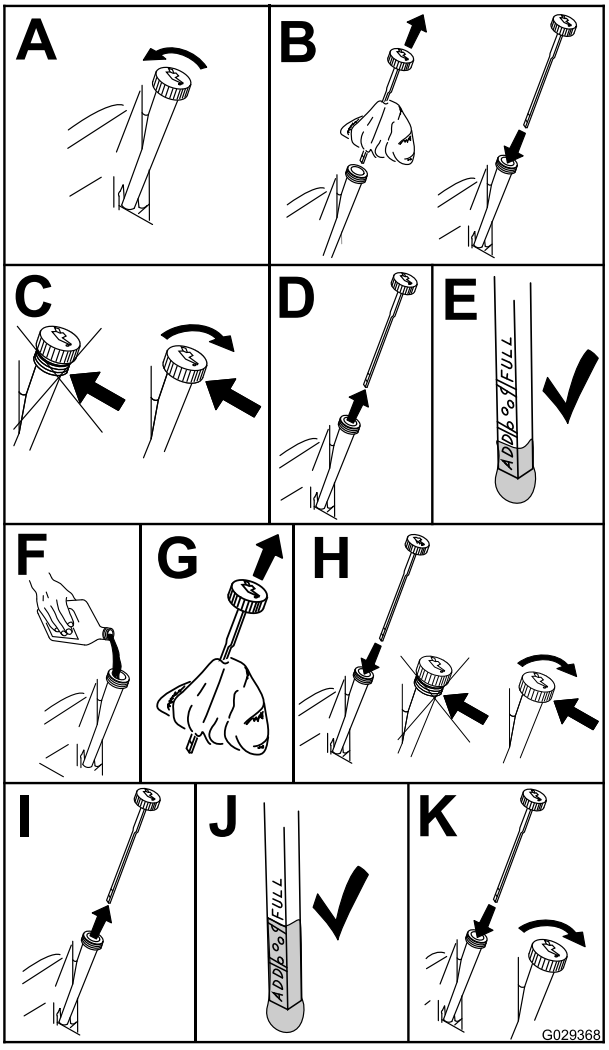

Figuur 38
3. Om te voorkomen dat er vuil, maaisel, enz. in de motor terechtkomt, moet u de omgeving van de vuldop/peilstok reinigen voordat u deze verwijdert (Figuur 38).